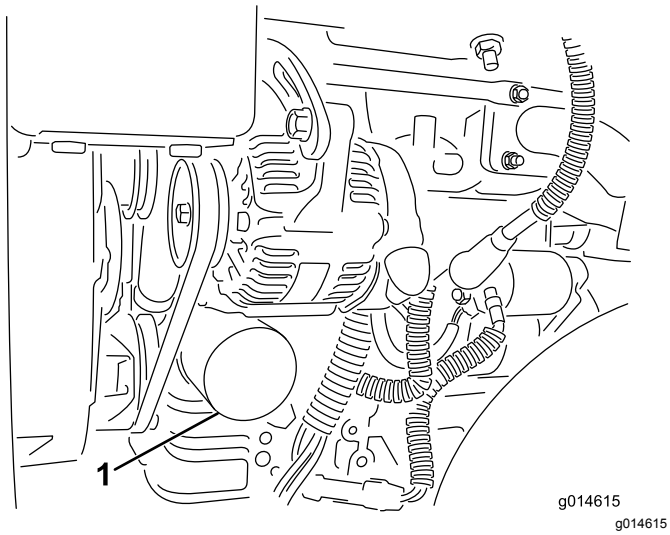

**Figuur 40**
2. Verwijder het oliefilter (Figuur 40). Smeer een dun laagje schone olie op de pakking van het filter.